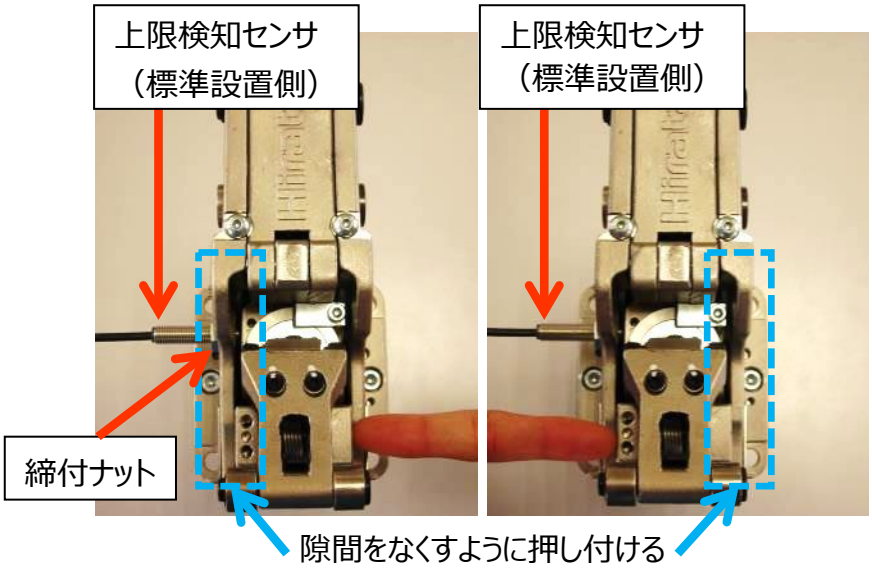

図 2.17　上限センサ取付方法（EST32, EST50, EST80 共通）
- 図 2.17 の様に、レバーを上限検知センサ側へ押し付けた状態で、上限検知センサが正しく上限を検知することを確認して下さい。また、レバーを上限検知センサとは反対側へ押し付けた状態でも、正しく上限を検知することを確認して下さい。